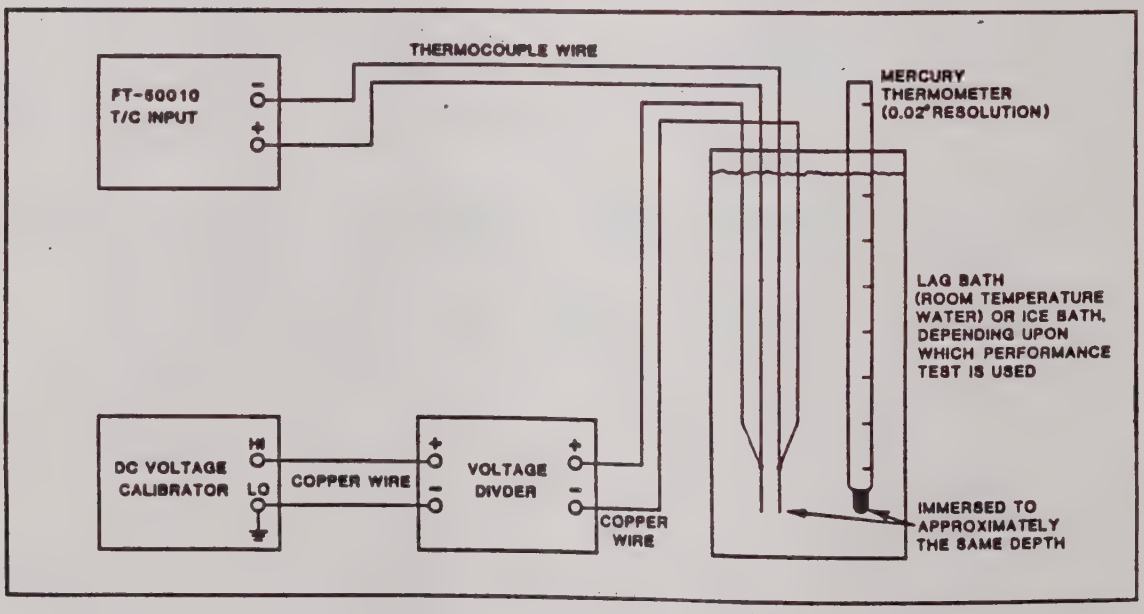

Figure 4-1. Equipment Connections for Ambient or Ice Point Test
3. Replace the cap or cork and insert thermocouple wires and thermometer as shown in Figure 4-1.
6. Connect the calibrator, divider, 2590FTS, and lag bath as shown in Figure 4.1.
4. Replace the cap and insert thermocouple wires and thermometer as shown in Figure 4-1.